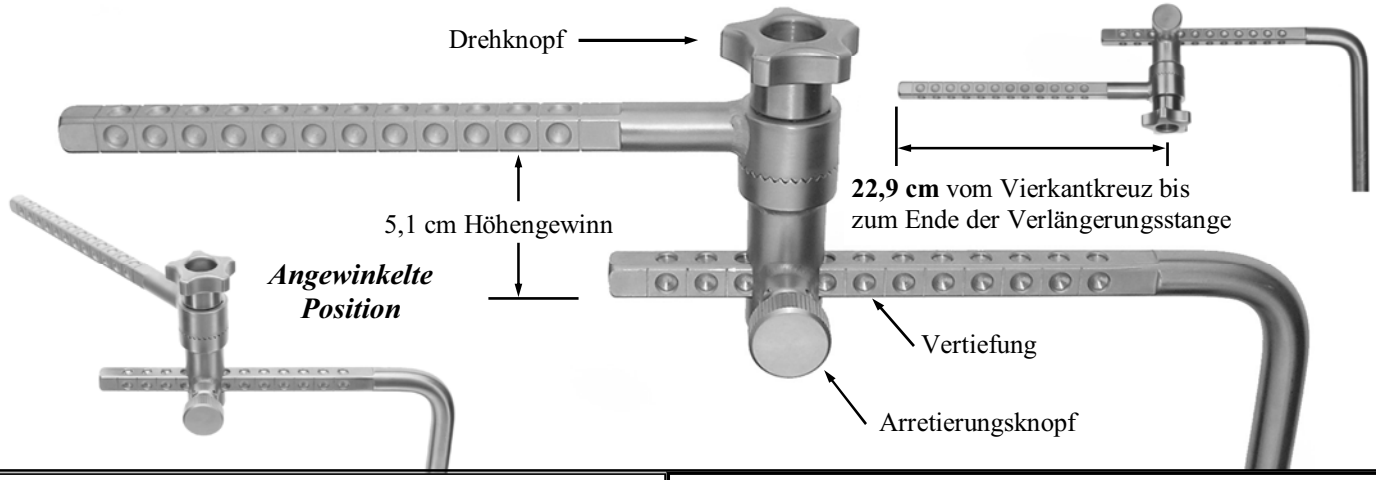
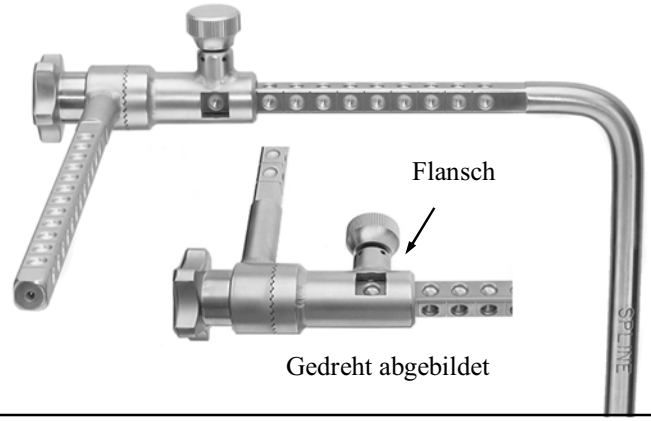

Abb. 02 Rechtwinklige horizontale Position in Flansch
Abb. 03 Horizontale Position durch Vierkantkreuz
Den nicht abnehmbaren Arretierungsknopf bis zum Anschlag zurückdrehen (öffnen) (Abb. 02). Die Komponente auf die quadratische Stange an die gewünschte Stelle schieben. Der Arretierungsknopf wird verwendet, um die Komponente zu sichern. Zur ordnungsgemäßen Sicherung muss die Spitze des Arretierungsknopfs beim Festziehen vollständig in die Vertiefung eingeschraubt werden. Nach dem Anbringen an die Stange auf die geschlossene Position des Arretierungsknopfs achten (Abb. 03).
Arretierungsknopf offen **Abb. 02**
Arretierungsknopf geschlossen **Abb. 03**
Um eine Verlängerungsstange in der gewählte Position ordnungsgemäß zu arretieren, muss die Spitze des Arretierungsknopfs beim Festziehen in die Vertiefung eingeschraubt werden. Auf geöffnete (Abb. 02) und geschlossene (Abb. 03) Position des Arretierungsknopfs achten.
(Abb. 03) Horizontale Position durch Vierkantkreuz
(Abb. 02) Rechtwinklige vertikale Position durch Vierkantkreuz
(Abb. 03) Horizontale Position durch Flansch
SCHRITT 1: KABEL ABROLLEN: Die Kurbel an der Spulenkappeneinheit halten und gleichzeitig den Kurbelhebel in die umgekehrte Richtung schieben (Abb. 01). Am Karabinerhaken oder der Spreizerplatteneinheit ziehen, **um das Kabel vollständig abzurollen, etwa 40 cm (Abb. 02)**. Wenn das Kabel verklemmt ist oder nicht frei abrollt, mit dem nächsten Schritt fortfahren und die Spulenkappeneinheit abnehmen. **Hinweis: Abgenutztes oder beschädigtes Kabel muss zu diesem Zeitpunkt durch ein neues Rultract® Kabel ersetzt werden.**
Den Kurbelgriff wie in der Abbildung gezeigt halten, die Spulenkappenmutter entgegen dem Uhrzeigersinn abschrauben und abnehmen (Abb. 03 und 04). Die Spulenkappeneinheit vom Schaft der Kurbelgriffeinheit ziehen (Abb. 05). Die Kurbelgriffeinheit aus dem Getriebe ziehen. Achten Sie auf den quadratischen Grundriss des Schafts und das quadratische Loch in der Getriebeeinheit (Abb. 06).